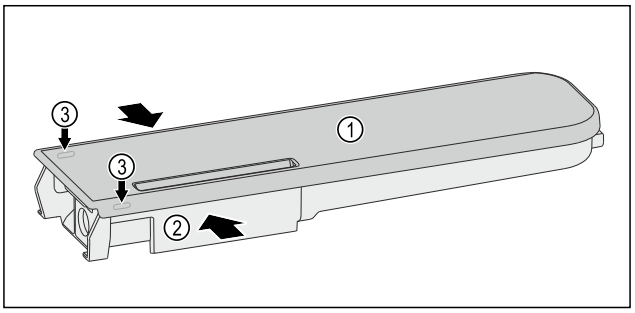

*Fig. 130*
▶ Presați rezervorul de apă *Fig. 130 (2)* împreună și trageți cu grijă capacul *Fig. 130 (1)* peste ciocurile opritoare *Fig. 130 (3)* și trageți-l în sus.
▶ Mișcați ușor capacul *Fig. 130 (1)* înainte și înapoi și scoateți-l în sus.